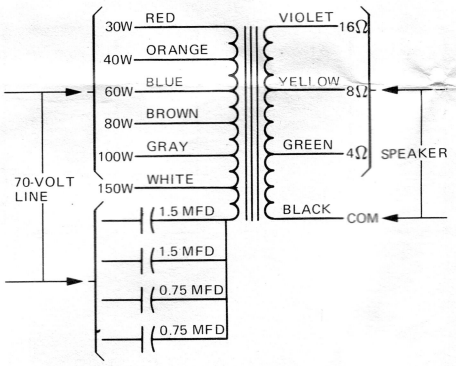

Figure 2. Altec 15480 Transformer Wiring
4. Connect transformer output (or power amplifier output) leads to driver. Be sure to observe proper polarity and correct output impedance of transformer or power amplifier. Figures 2 and 3 illustrate output impedance of Altec 15480 and 15065 transformers. Table II shows wiring connections. Driver impedances are as follows:
3. Insert cable (2-conductor type SV or equal) through connector and gland, and connect to selected 70-volt line wires (see Figure 2 or 3).
4. Connect correct transformer leads to driver leads, using wire nuts. Figures 2 and 3 illustrate impedances and power ratings of Altec 15480 and 15065 transformers.